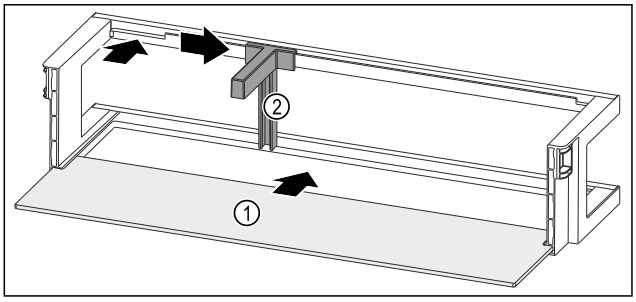

Fig. 202 Door rack with shelf
- ▶ Push the shelf *Fig. 202 (1)* into the side recesses.
- ▶ Insert the bottle holder *Fig. 202 (2)* in the recess.
- ▶ Push the bottle holder *Fig. 202 (2)* to the desired position to the side.